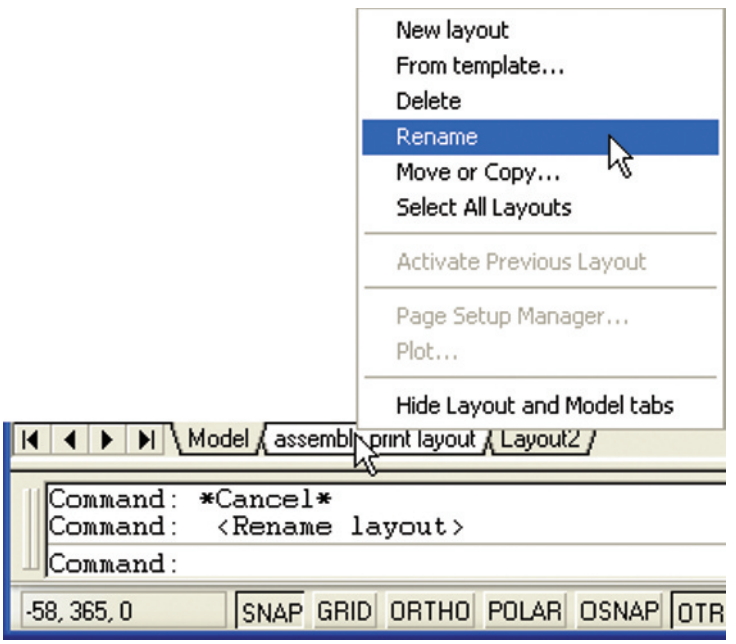

Fig. 19.6 First example **Printing/Plotting** – renaming the **Layout1** tab
3. *Right-click* on the **Layout1** tab and *click* **Rename** in the menu which appears. *Enter* a new name in the **Layout1** tab (Fig. 19.6).